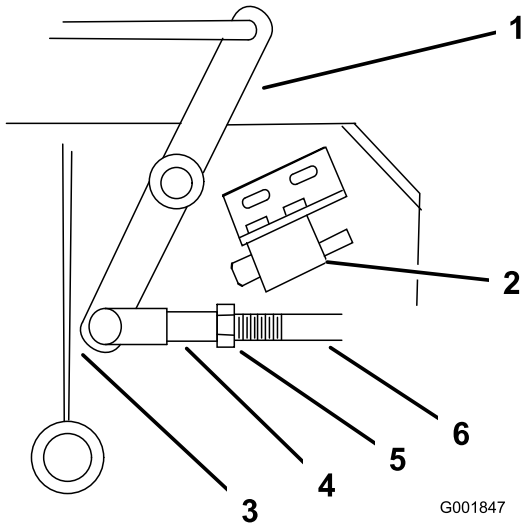

Figur 47
4. Justera länkens längd så att den nedre vinkelhävarmen precis går fri från axelns stödvinkel (Figur 47).
9. Lossa muttern mot oket (Figur 47).